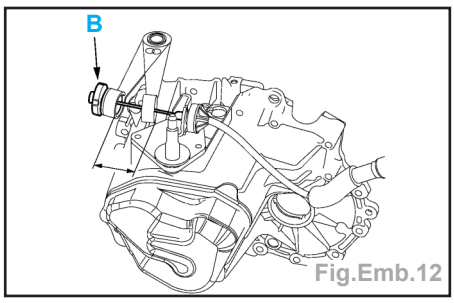

Fig.Emb.12
- Tirer sur le câble en (B) (Fig.Emb.12) :